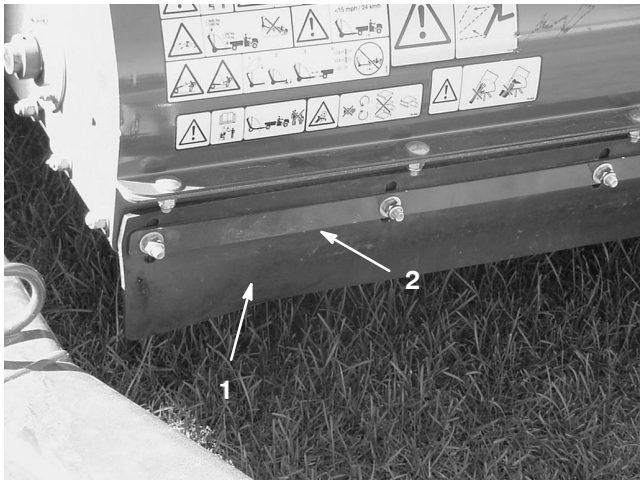

Bild 31
1. Lösen Sie die Muttern, mit denen der Metallstreifen und die vordere Klappe am Bürstengehäuse befestigt sind (Bild 31).